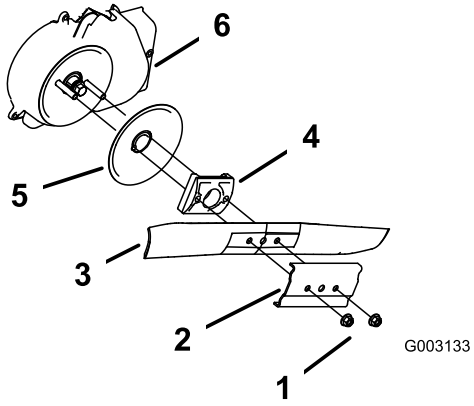

Figure 47
3. Remove the 2 blade nuts and the stiffener (Figure 47).
4. Remove the blade (Figure 47).
5. Remove the blade driver and disk (Figure 47).
6. Remove the blade brake clutch shield (Figure 47).
10. Install the blade and the stiffener that you previously removed (Figure 47).